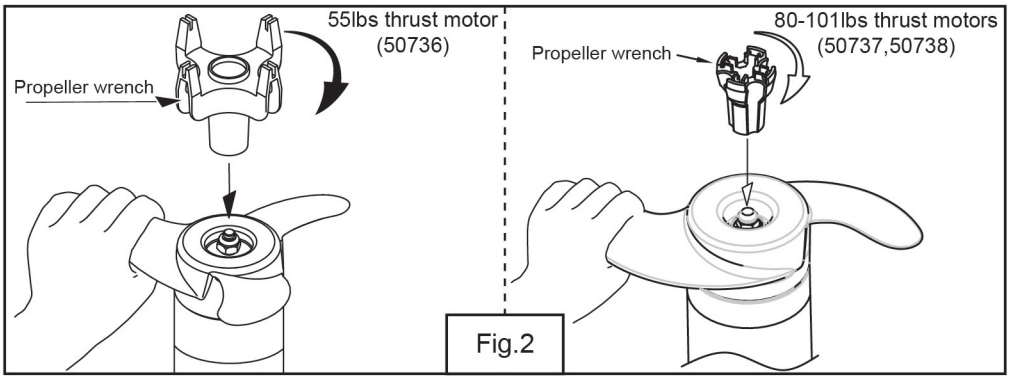

Fig.2
2.Hold the propeller to prevent it from rotating and use the propeller wrench to tighten the propeller nut until firm. Do not over-tighten. (Fig. 2)